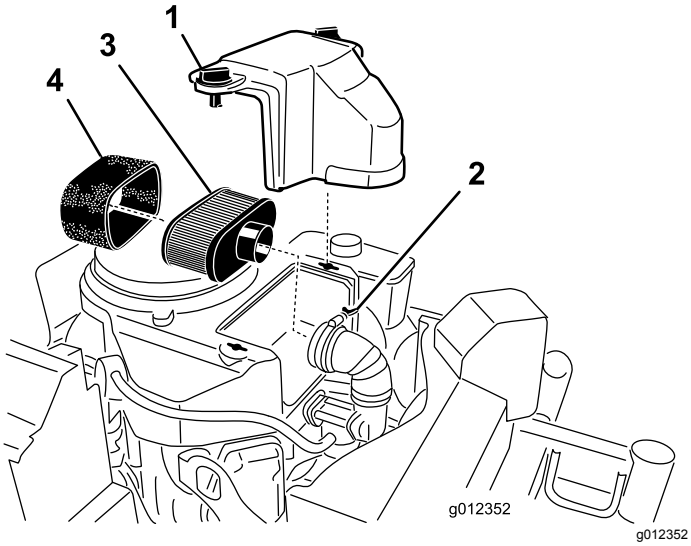

Figur 21
3. Gör rent runt luftrenaren så att inte smuts faller ned i motorn och orsakar skador (Figur 21).
4. Öppna kåpans vred och ta bort luftrenarkåpan (Figur 21).
5. Skruva loss slangklämman och ta bort luftrenarenheten (Figur 21).
6. Dra försiktigt bort skumplastinsatsen från pappersinsatsen (Figur 21).
1. Rengör inte pappersfiltret. Byt ut det (Figur 21).
1. Skjut försiktigt på skumplastinsatsen på luftrenarens pappersinsats (Figur 21).
2. Placera luftrenaren på luftrenarbasen och sätt fast den med hjälp av de två vingmuttrarna (Figur 21).
3. Sätt luftrenarkåpan i rätt läge och dra åt kåpvredet (Figur 21).